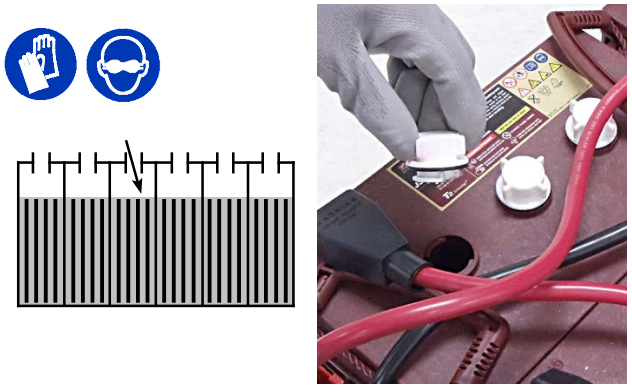

FIG. 117
1. Check the electrolyte level in each battery cell (Figure 117). See BATTERIES.
2. Check for liquid in the battery compartment. (Figure 117). See BATTERY COMPARTMENT DRAIN HOSE for further details.